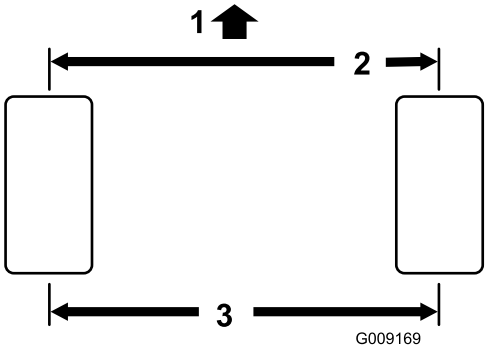

Figur 58
2. Mål avstanden fra midten til midten (i akselhøyde) foran og bak på styredekkene (Figur 58).